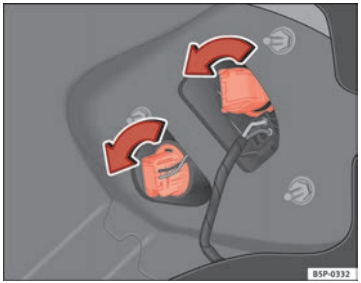

Abb. 202 Rücklichter an der Karosserie
– Drehen Sie den Lampenträger nach links ⇒ Abb. 202.